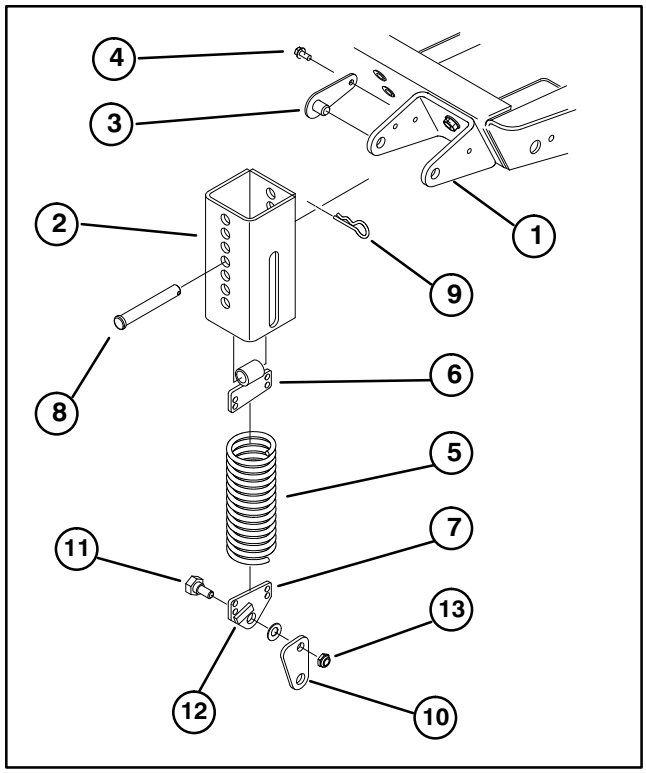

Figure 9
4. Thread the top extension spring coil into the top spring end holes and the bottom extension spring coil into the bottom spring end holes (Fig. 9).
5. Mount knee link to lower spring end with wide part of knee link pointing forward and spring end stop pointing forward. Secure knee link to outer side of spring end with a shoulder bolt, washer and locknut (Fig. 9, 10).
7. Align slotted holes in the spring cover (slot toward the bottom) with the mounting bracket holes. Insert lock pin assemblies into the bracket holes and secure each to the bracket with self−tapping screws (Fig. 9). Torque the screws to 20 ft−lb.
8. From the bottom, insert the spring and top spring end into the spring cover. Select a hole that matches the cutter deck height−of−cut setting; i.e., top cover hole matches the highest height setting, bottom cover hole the lowest, etc. Align the top spring end hole with the selected spring cover holes and insert the clevis pin to secure the spring inside the cover (Fig. 9). Secure clevis pin with a hair pin cotter.